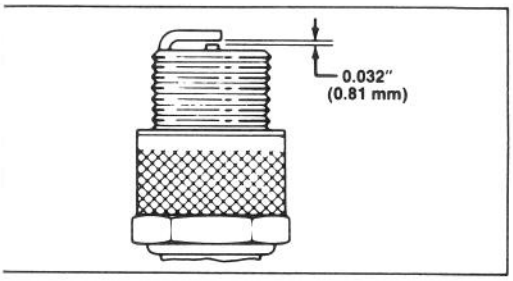

Abbildung 10
3. Luftstrecke auf 0,81 mm einstellen (Abb. 10). Die auf korrekten Abstand eingestellte Zündkerze mit einer Dichtungsscheibe anbringen und auf 13,6 N-m anziehen.